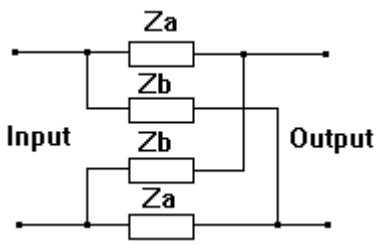
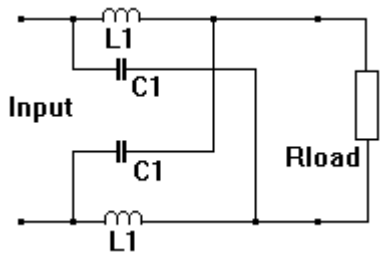
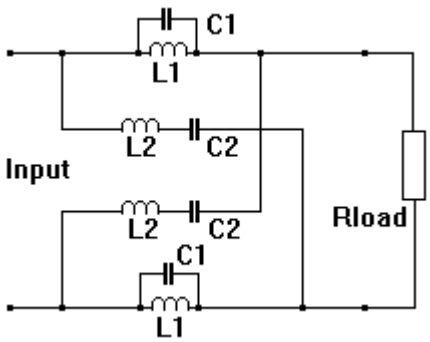
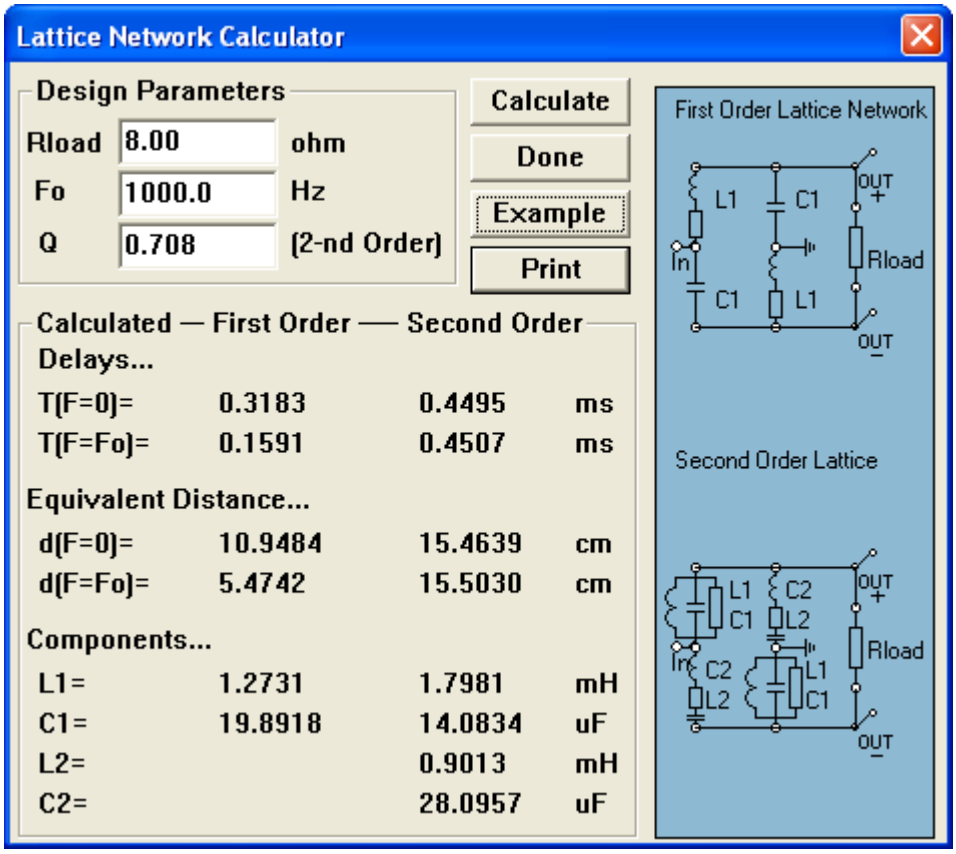

Fig 8.29 Lattice Network (Time Delay Filter).
Fig 8.30 First order Lattice Network.
Fig 8.31 Second order Lattice Network
Figure 8.32. Lattice network calculator.
Compensation networks considered in this section have constant amplitude response and variable phase and group delay responses. The are commonly termed "all-pass" filters or Lattice Filters. One method of passively realizing all-pass function uses symmetrical lattices. A very useful representative of this family of filters is shown on Fig 8.29. It depicts a general topology of the symmetrical lattice filter. Please note, that both load terminals are floating - they are not connected to the ground terminal. A practical realization of the first order lattice network is given on Fig 8.30 and second order lattice network is shown on Fig 8.31.
SoundEasy offers a built-in Lattice Network Calculator (LNC) - see Fig 8.32. This simple LNC allows the user to estimate attainable time delay offered by the first and second order lattices at a desired frequency (Fo), for a given load resistance (Rload). The LNC also calculates the L and C components of the first and second order lattice networks, such as the one shown on Fig 8.30 and Fig 8.31. The resulting components will be given for a constant resistance lattice. Larger delays can be obtained by cascading first or second order networks, so that their individual time delays can be summed. Time delay introduced by the equalizer (Lattice Network) will be added to the existing (if any) delay in the circuit. The first order all-pass network introduces maximum delay at Fo = 0.0 Hz and the delay rolls-off with frequency. For the second order network, there are two parameters, that can be manipulated by the designer in order to obtain the required total delay: (1) Q-factor and (2) Fo. For Q-factors less than 0.6, the delay, introduced by the second order all-pass network tapers off with frequency. For Q-factors greater than 1.0, the second order lattice network allows the designer to create concentration of delay around a frequency, at which there is a 180 deg phase shift (Fo). For Q-factors greater than 2, the delay exhibits a pronounced peak around the Fo, with slopes of -12dB/oct. The LNC is activated from the main menu by selecting (1) "Crossover Tools" and then (2) "Lattice Network" options. The first order lattice network requires load resistance (Rload) and "cut-off" frequency to be entered on the calculator's data entry fields. The second order network requires additional Q-factor to be keyed-in.